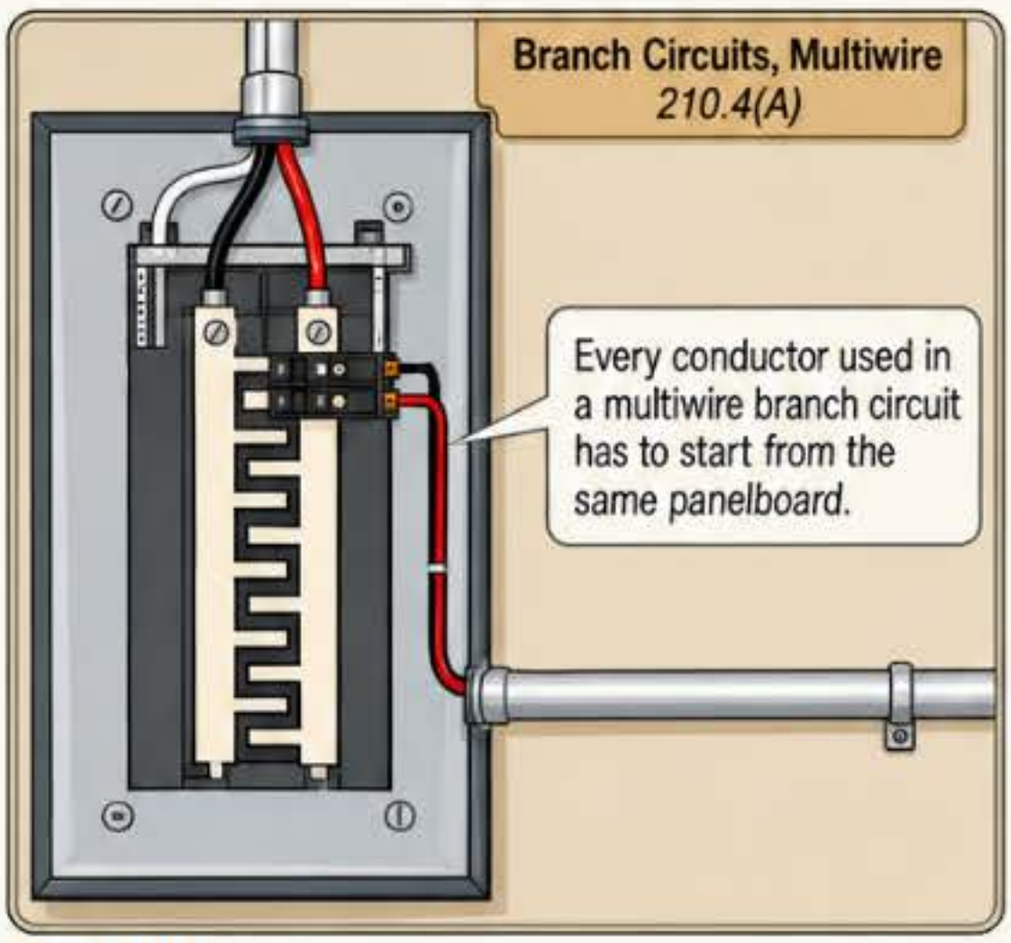

Figure 210–3
(A) General. All conductors within a multiwire branch circuit must originate at the same panelboard. Figure 210–3